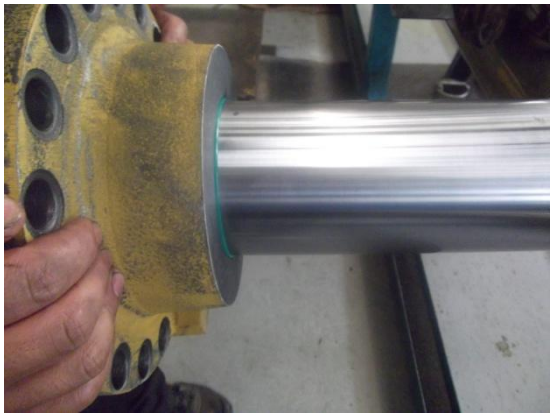

Figure 7
5. Dismantle piston and cylinder cover assembly (refer to figure 7).